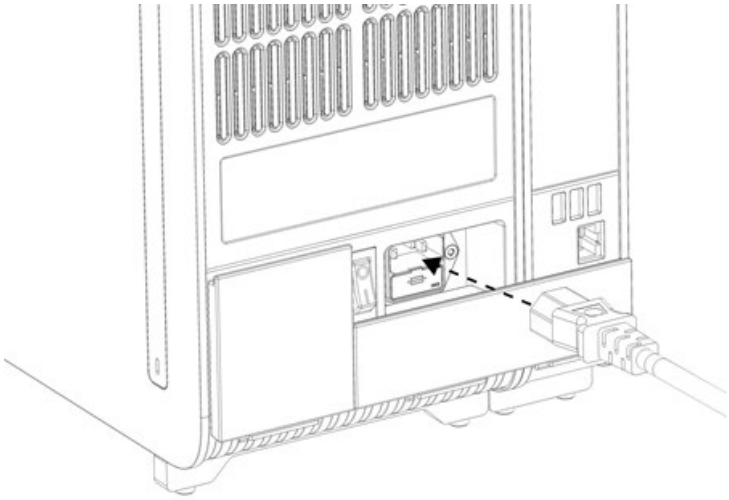

Figura 20. Conexión del cable de alimentación.
8. Conecte el cable de alimentación suministrado con el QIAstat-Dx Analyzer 2.0 a la parte posterior del módulo analítico original (Figura 20).